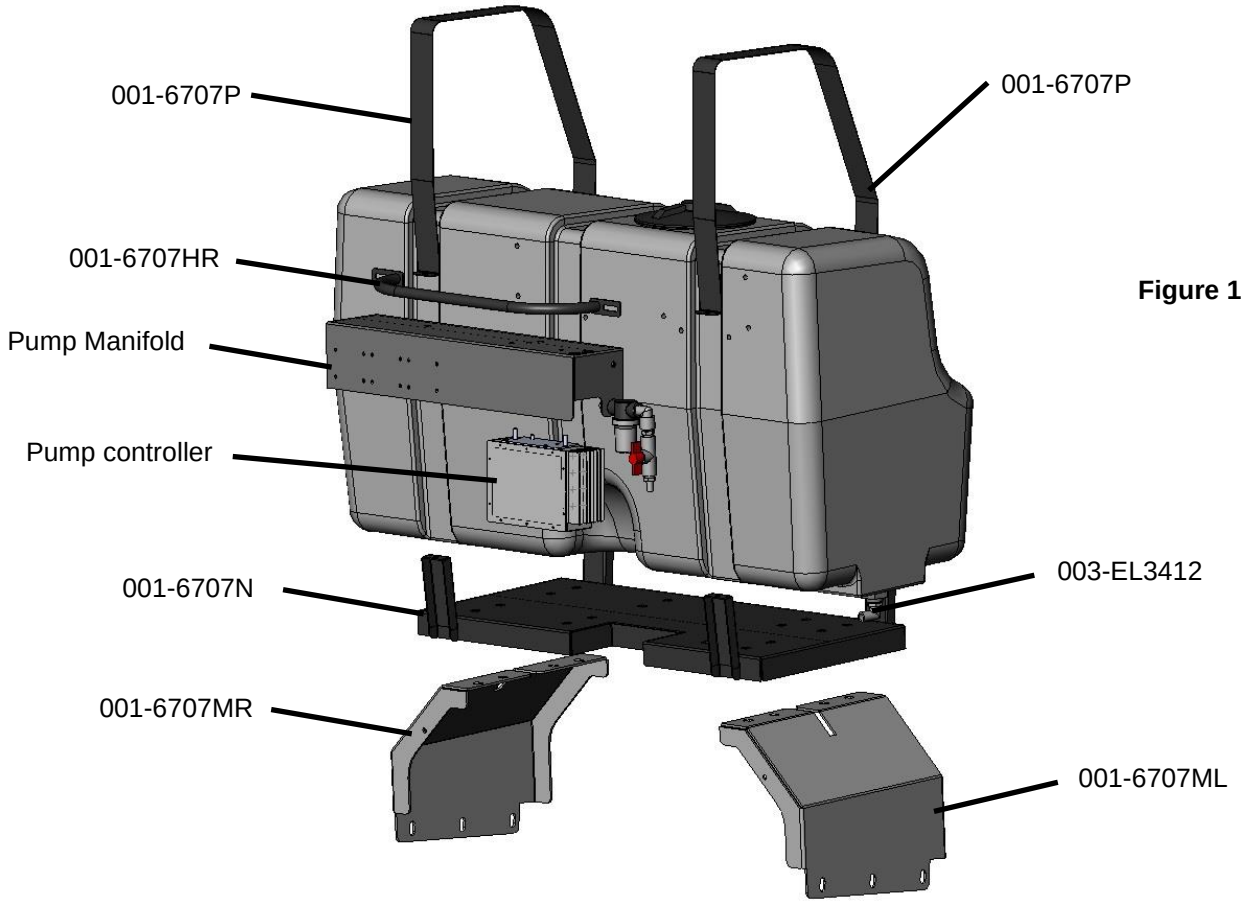

Figure 1
1. Remove the two tank straps (001-6707P) by removing all eight 3/8” hex nuts. Figure 1
3. Install the pump supply elbow (003-EL3412) on the bottom of the tank. Figure 1
4. Install the Pump Controller (006-5672) on to the pump manifold. Secure using two 5/16" lock washers, flat washers and hex nuts. Figure 1